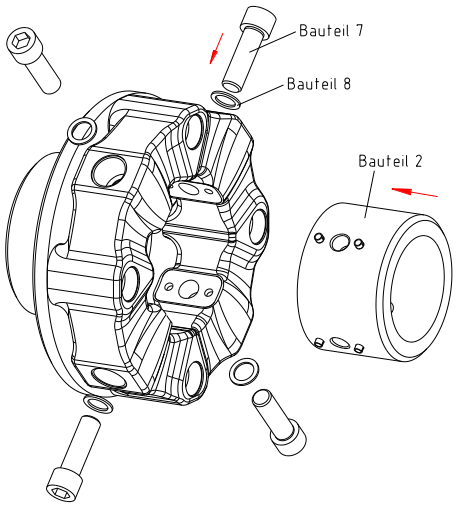

Bild 23: Montage des Elastomerteils an die Nabe radial (Beispiel: Bauart E2H)
- Verschieben Sie das Aggregat der Abtriebsseite in axialer Richtung, bis das Einbaumaß E erreicht ist. Richten Sie die Bohrungen der Nabe radial bzw. des kundenseitigen Anbauteils zu den Spannhülsen (Bauteil 10) aus (siehe Bild 23).